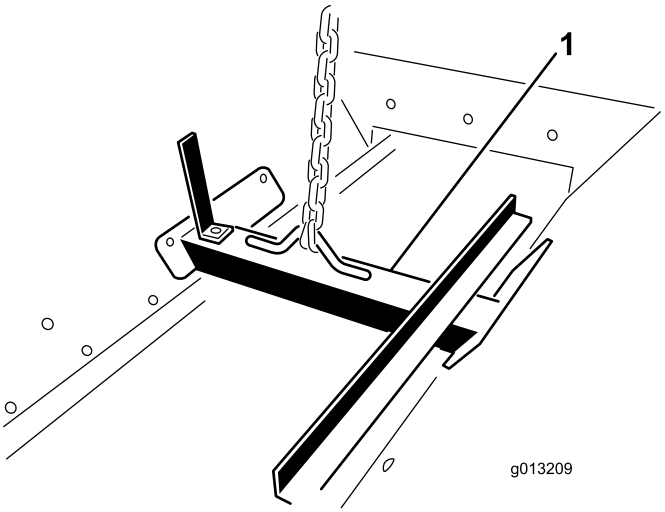

Rysunek 13
1. Zamocuj podnośnik do wspornika podnoszenia przykręconego wewnątrz zespołu kosza samowyładowczego (Rysunek 13).